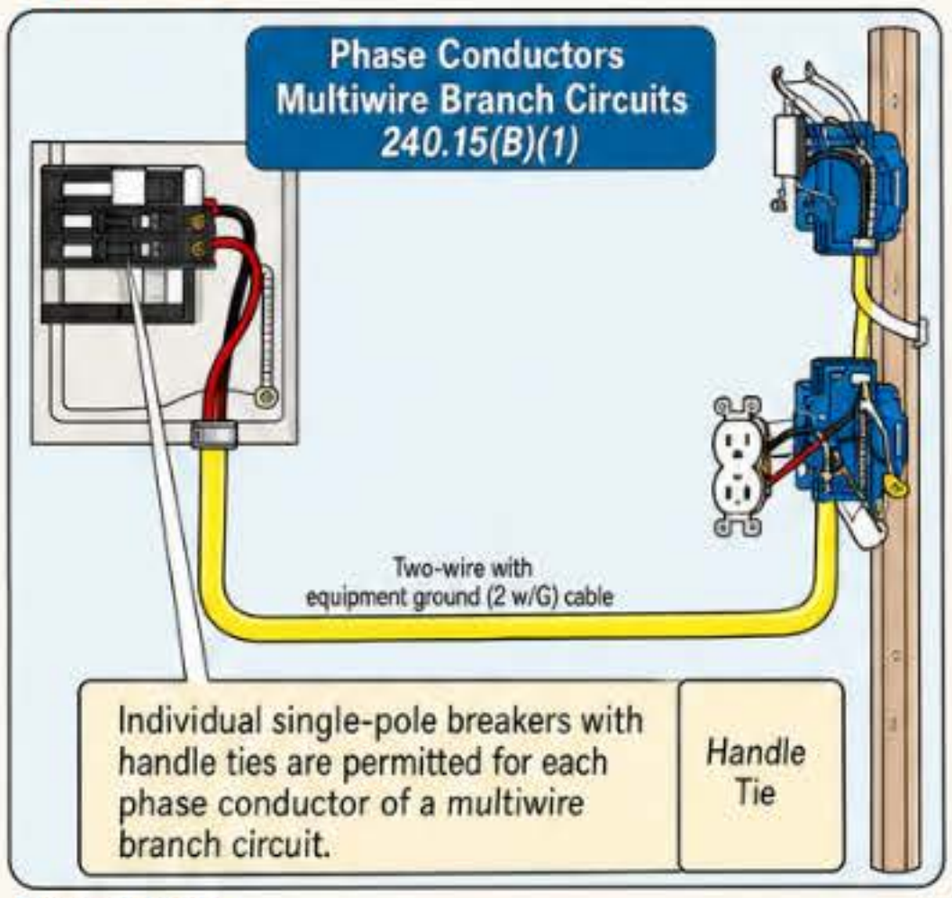

Figure 240–14
(1) Multiwire Branch Circuits. Each ungrounded conductor of a multiwire branch circuit may be protected by an individual single-pole breaker that includes handle ties for all phases. Figure 240–14